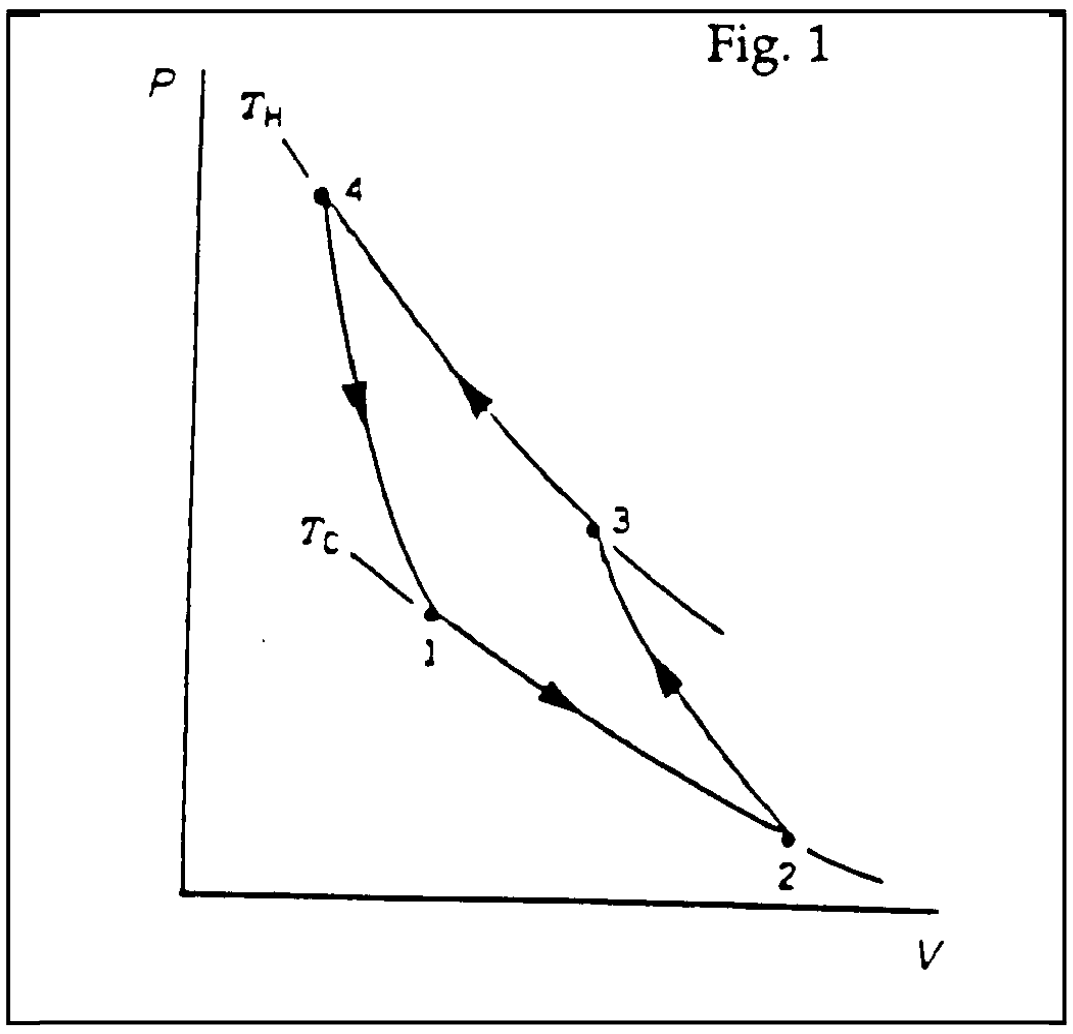

Fig. 1
7.4 The cyclic process shown schematically in Figure 1 shows the four steps in a refrigeration system with an ideal gas as working medium. Identify the isothermal and adiabatic steps in the process. Here, T_H and T_C represent high and low temperature, respectively. Specify for each step whether it is adiabatic or isothermal.